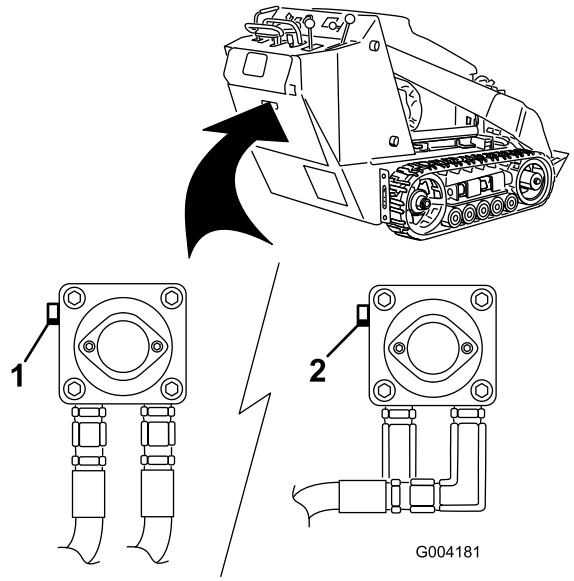

Rysunek 23
3. Przy użyciu klucza przekręć dwukrotnie zawory holownicze na pompach hydraulicznych w kierunku przeciwnym do ruchu wskazówek zegara (Rysunek 23).